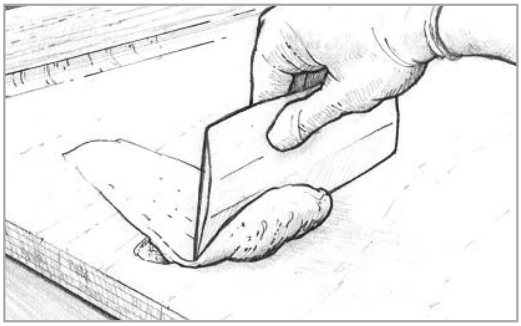

Figure 8-15 *Trowel the thickened epoxy fairing compound into the voids and depressions with a plastic spreader.*
4. Trowel on the thickened epoxy mixture with a plastic spreader, working it into all voids and depressions. Smooth the mixture to the desired shape, leaving the mixture slightly higher than the surrounding area *(Figure 8-15)*. Remove any excess thickened epoxy before it cures. If the voids you are filling are over ½" deep, apply the mixture in several applications or use 206 Slow Hardener or 209 Extra Slow Hardener, depending on ambient temperature.